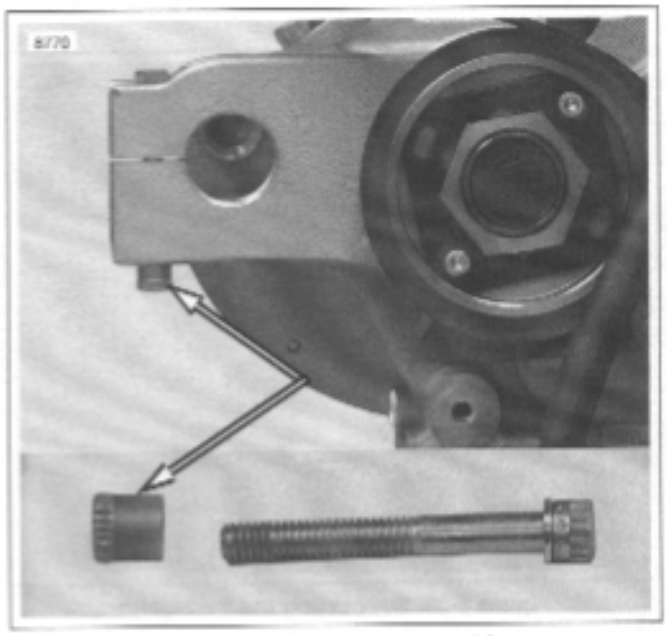

Figure 3-37. Installing Threaded Insert
c. See Figure 3-37. Swingarm pivot shaft pinch bolt threaded insert.